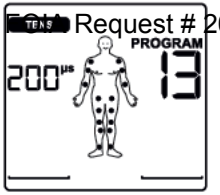

Fig. 2
- Select the desired impulse width using the **UP/DOWN** buttons and press the **ENTER** button to confirm (Fig. 2, example shows an impulse width of 200 µs).